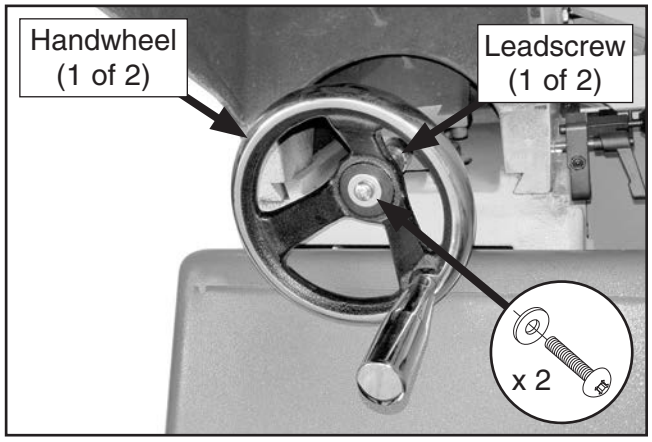

Figure 21. Handwheel secured to leadscrew (1 of 2).
20. Slide handwheels onto leadscrews, and secure with pre-installed 5/16"-18 x 1/2" Phillips head screws and 5/16" fender washers (see **Figure 21**).